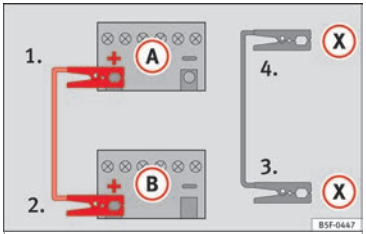

Fig. 76 Diagram of connections for vehicles with Start-Stop system.
– *For vehicles with Start-Stop system:* connect one end of the *black* jump lead (X) to a suitable ground terminal, to a solid piece of metal in the engine block, or to the engine block itself ››› **Fig. 76**.
5. Connect the other end of the *black* jump lead (X) to a solid metal component bolted to the engine block or to the engine block itself of the vehicle with the flat battery. Do not connect it to a point near the battery (A).